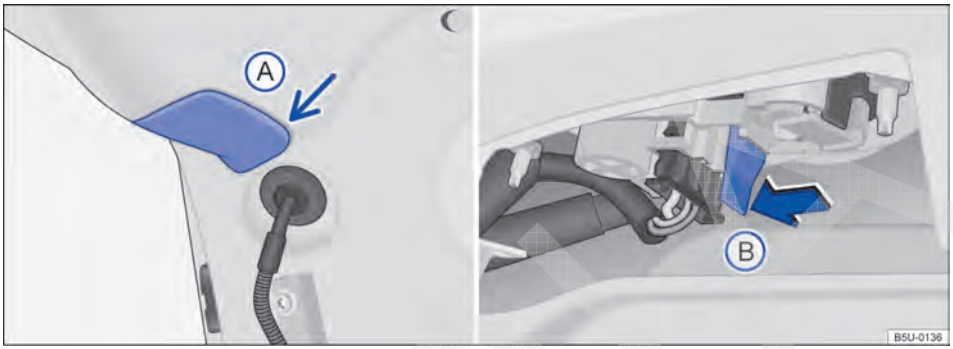

Fig. 171 Na tampa do compartimento de bagagem: remover a cobertura e suporte das lâmpadas.
3.	Com o auxílio de uma chave de fenda, remover cuidadosamente a cobertura Ⓐ → Fig. 171 na tampa.
4.	Para destravar o suporte das lâmpadas, pressionar a lingueta de travamento Ⓑ → Fig. 171 e puxar o suporte das lâmpadas para fora.